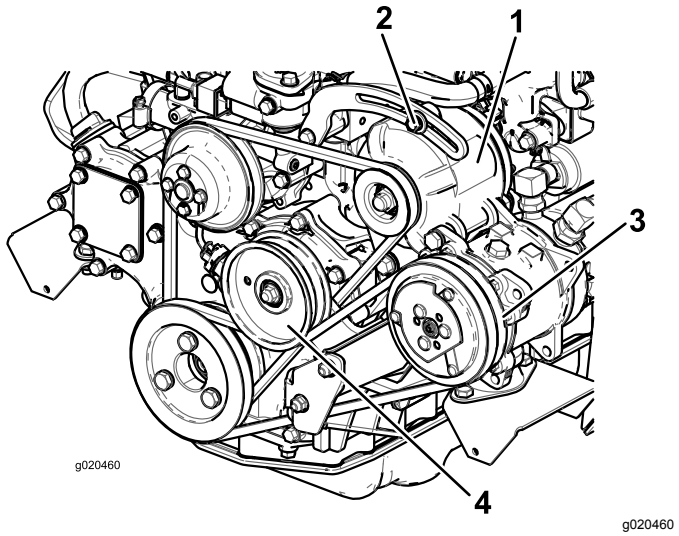

**Figuur 95**
Controleer de conditie en de spanning van de riem (Figuur 95) om de 100 bedrijfsuren.
2. Als de speling niet correct is (10 mm), moet u de montagebouten van de wisselstroomdynamo losdraaien (Figuur 95). Verhoog of verminder de spanning van de riem van de wisselstroomdynamo en draai de bouten vast. Controleer nogmaals de speling van de riem om zeker van te zijn dat de spanning correct is.
2. Als de speling niet correct is (10 mm), moet u de montagebout van de spanpoelie losdraaien (Figuur 95). Verhoog of verminder de spanning van de compressorriem en draai de bouten vast. Controleer nogmaals de speling van de riem om zeker van te zijn dat de spanning correct is.